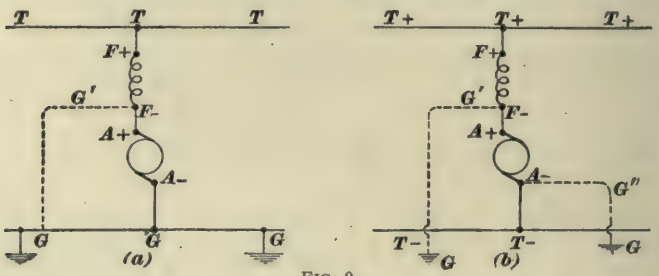

FIG. 9.
**29.** Fig. 9 shows the difference between a circuit having one side grounded, and a circuit having neither side grounded, as in a lighting circuit. In Fig. 9 (*a*), where one armature lead is grounded to the frame of the motor as soon as a ground occurs anywhere else, as at *G'*, the current passes through the fault to the rail at *G*.
Where neither side of the circuit is grounded, Fig. 9 (*b*), the occurrence of a single ground, as at *G'*, makes no difference in the working of the motor; because, since the motor frame is not a part of the circuit, even if it does come in contact with the circuit through a single fault, no current will go to the frame because it can go no farther when it gets there. However, should another fault occur, as at *G''*, the working parts of the motor become short-circuited, because the current leaves its path through one fault and returns through the other. In other words, between points *F*— and *A*— there are two paths; one through the motor armature, the other through fault *G'* to the motor frame and back through the fault at *G''*. The two paths are in multiple, and the path through the faults short-circuits the armature path, because the counter E. M. F. of the armature makes its resistance much higher than that of the path through the motor frame.